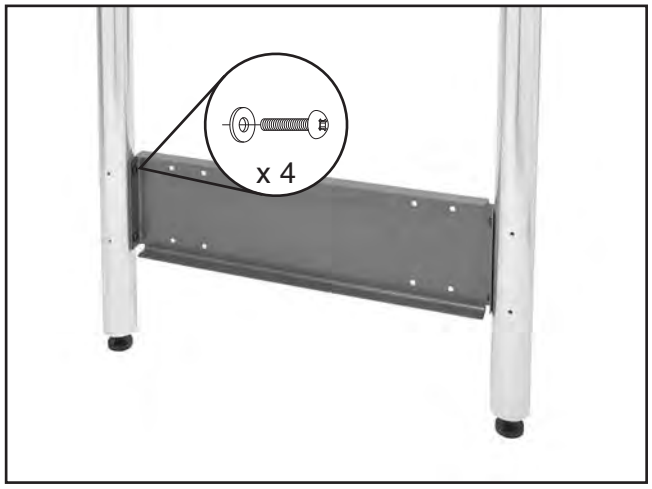

Figure 21. Installing shelf end plate on extension table legs.
11. Fasten the shelf end plate to the legs with four M6-1 x 12 Phillips head screws and 6mm flat washers, as shown in **Figure 21**.